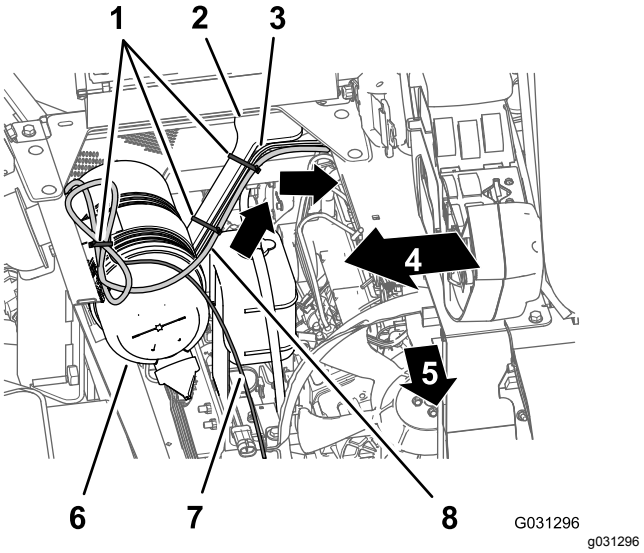

Figuur 162
1. Leid de aftakking van 220 cm van de elektrische kabel voor het navigatiesysteem over de hoek van het stoelcompartiment en omlaag langs de linkersteun voor het motorscherm (Figuur 162).
2. Bevestig de kabelboom met kabelbinders aan de steun van het motorscherm (Figuur 162).